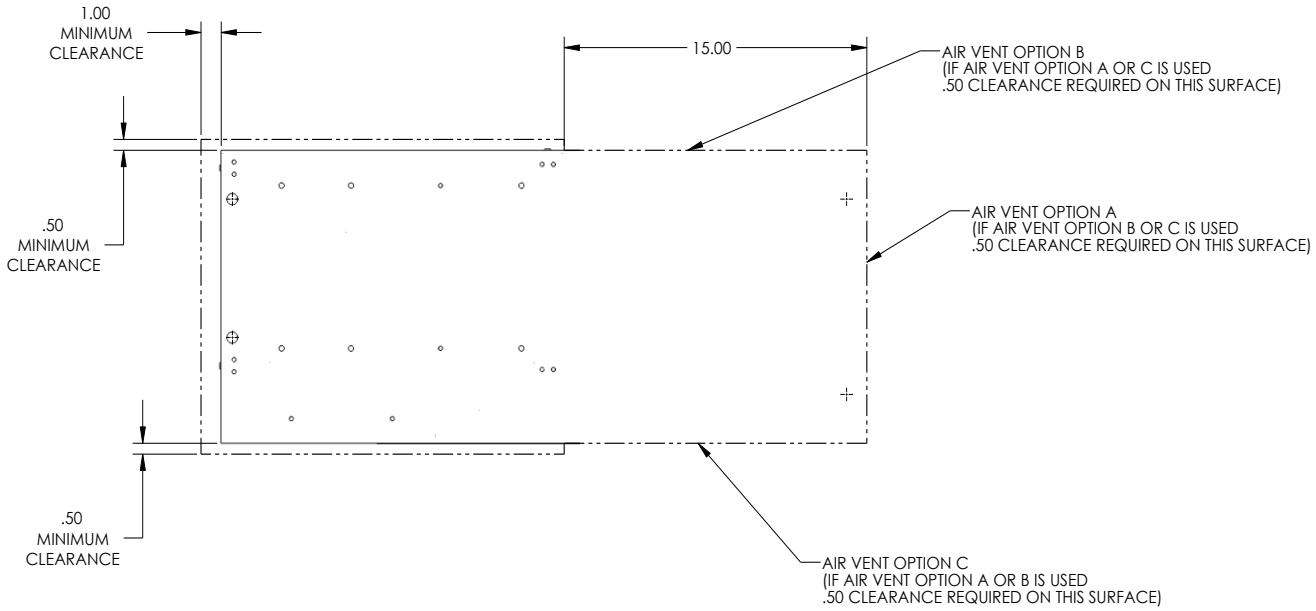
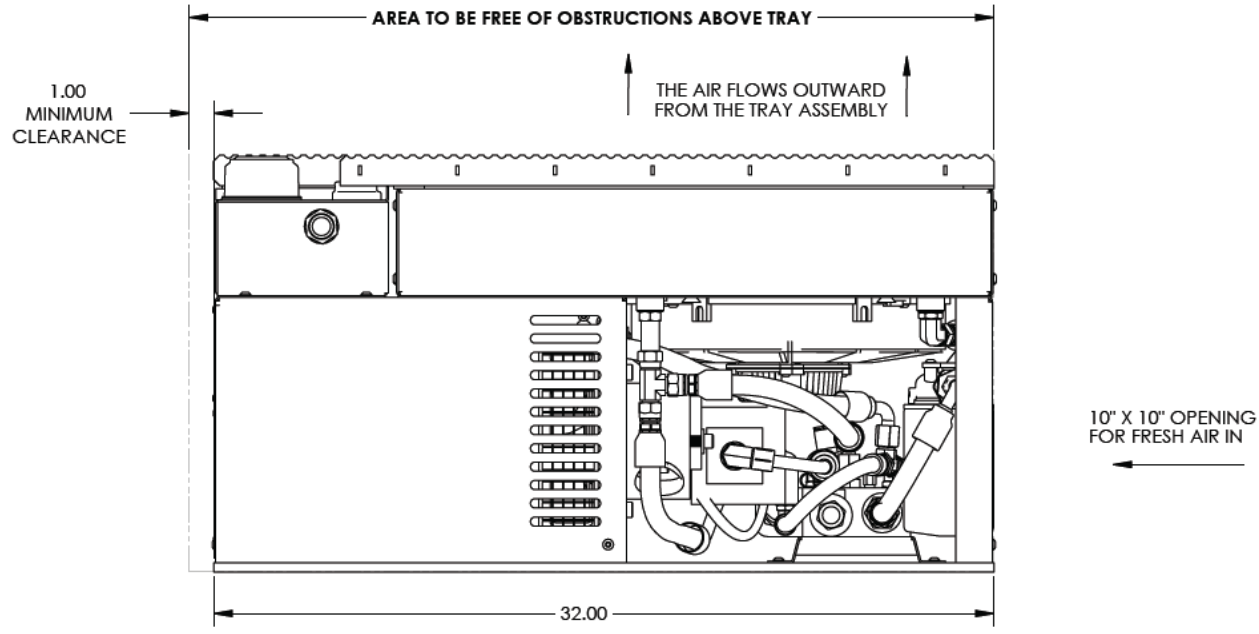
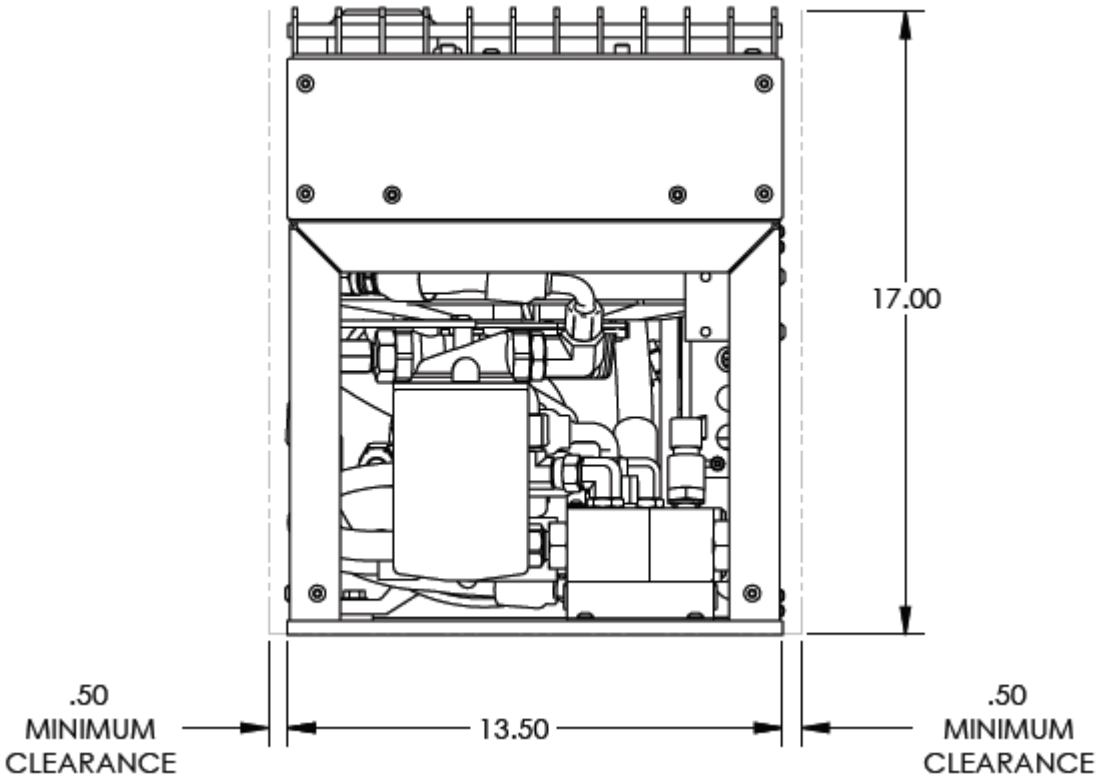
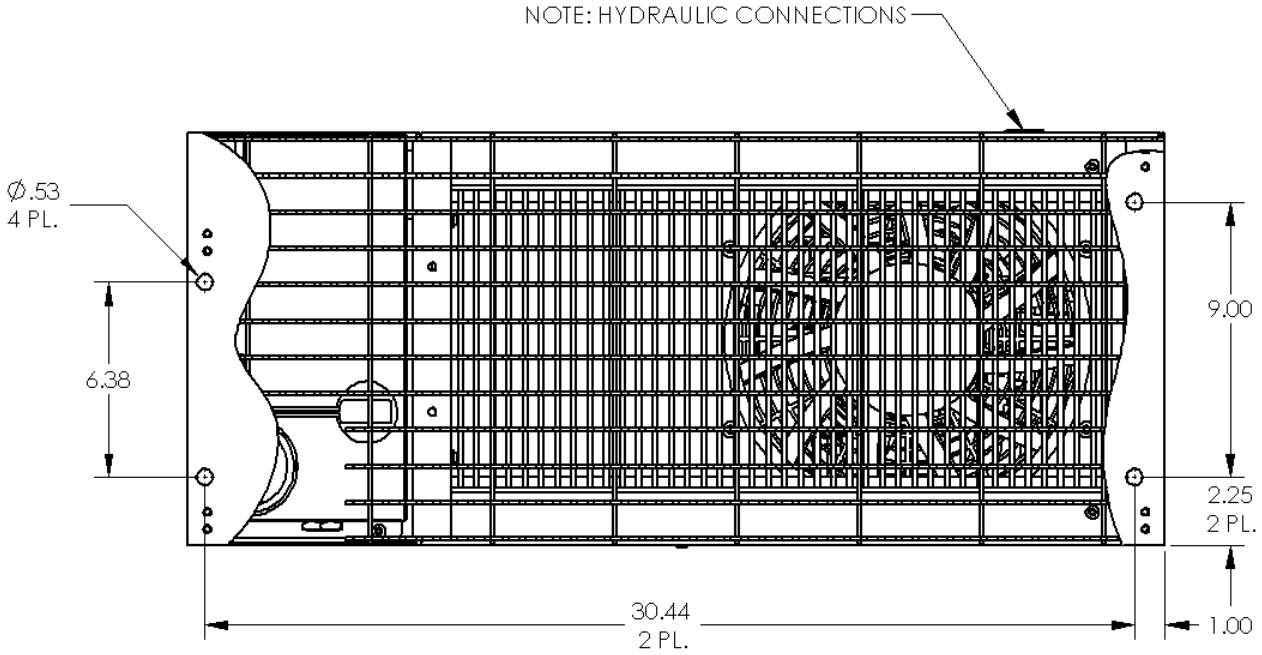

Figure 3 - HR-6.2, HR-8, HR-10 and HR-110 Bottom View
Figure 4 - HR-6.2, HR-8, HR-10 and HR-110 Front View
Figure 5 - HR-6.2, HR-8, HR-10 and HR-110 End View
Figure 7 – HR-6.2, HR-8, HR-10 and HR-110 Mounting Pattern
6. SPS models HR-6.2, HR-8, HR-10 and HR-110 can be mounted on top of a vehicle, in the open, without requiring any additional coverings. Reference Figure 3 and Figure 4 for the minimum clearances around the perimeter of the generator tray assembly. Also, do not position any obstructions directly in front of the system's oil cooler. If the system cannot be installed without maintaining the minimum clearances as indicated, or if you have any questions related to the installation of these systems, contact Smart Power Systems® at (231) 832-5525.
2. Locate and bore mounting holes for generator tray assembly as shown in Figure 7. Maintain minimum clearances as indicated in Figure 3, Figure 4 and Figure 5.